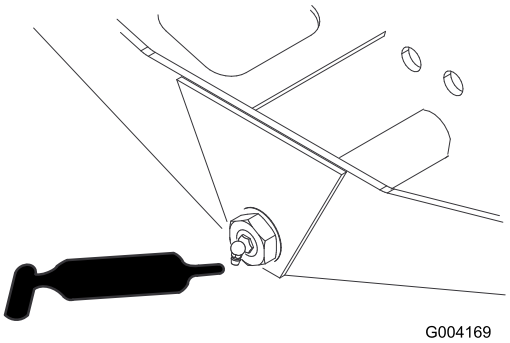

Rysunek 55
- Przegub skrętu (1) (Rysunek 55)